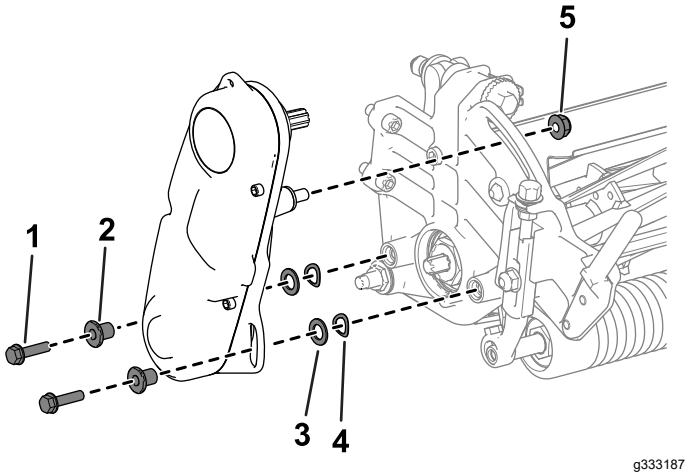

Figuur 43
2. Verwijder het bevestigingsmateriaal waarmee de aandrijving van de messenkooi aan de zijplaat is bevestigd (Figuur 43).
3. Verwijder de aandrijving van de messenkooi, de platte ringen, de veerringen en afstandsstukken van de zijplaat (Figuur 43).